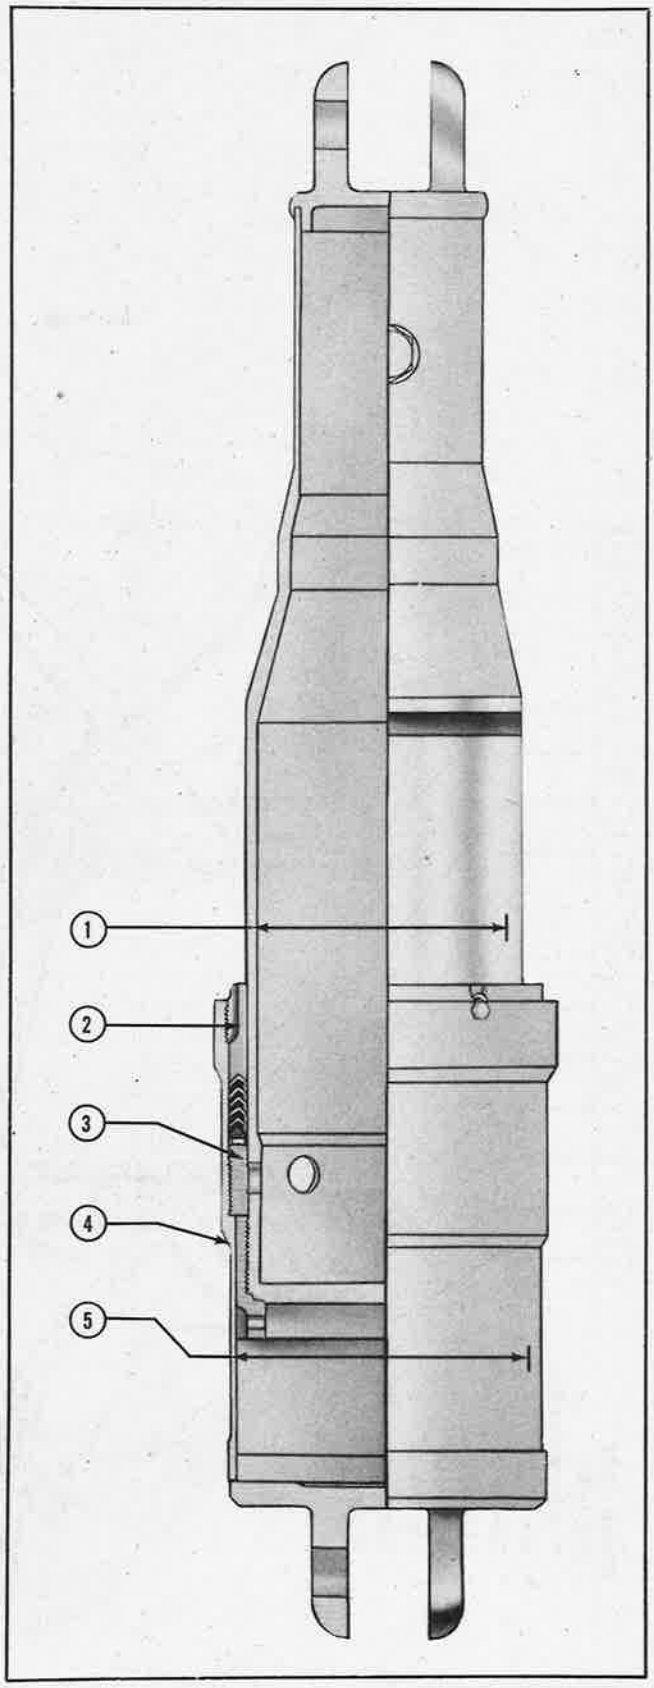

Figure 405—Rework Tolerances of Tail Wheel Shock Absorber Strut
2. Refer to figure 405 for rework tolerances of the shock strut.
KEY TO FIGURE 405